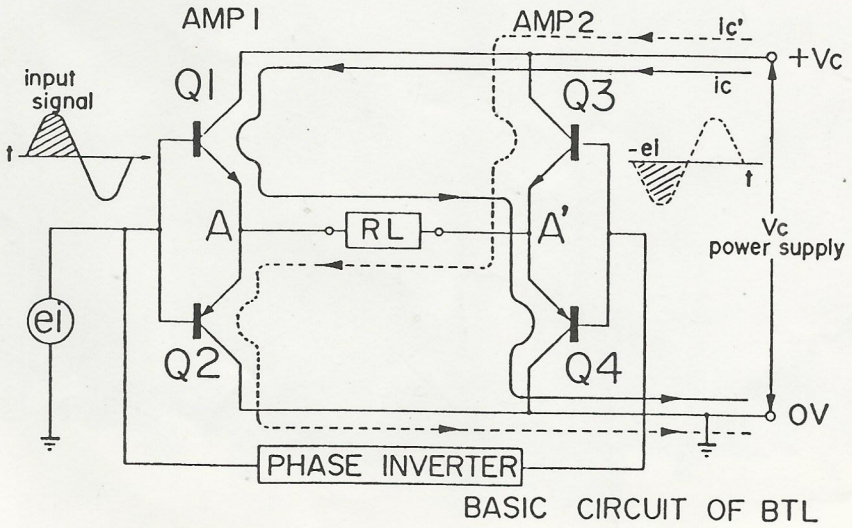
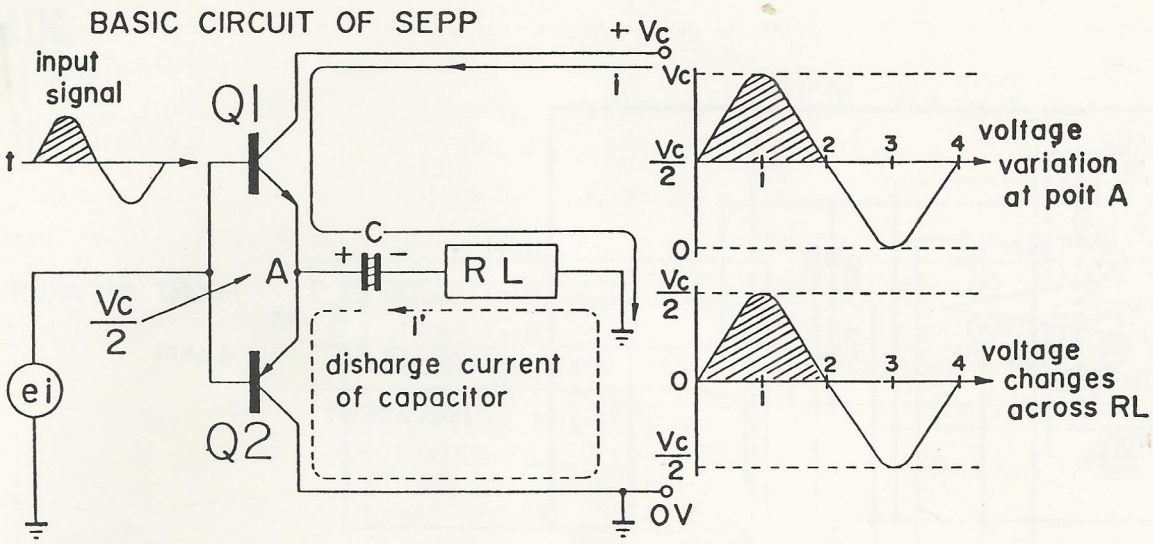

Fig 31
Fig 32
The basic circuit diagram of a **BTL** circuit is shown in Fig 31 (with resistors and capacitors omitted). Both **AMP 1** and **AMP 2** are composed of identical **SEPP** circuits. The 4 transistors are arranged to form a Wheatstone bridge, with a load resistance (RL) connected between the output terminals (A-A') of both amplifier circuits. An important feature in the **CR511A** is the phase inverter circuit inserted in the circuit for **AMP 2**.
Fig 32 shows how a single SEPP circuit (for example, AMP 1 in Fig 31 above) operates.
Fig 33 indicates the voltage changes ocurring across the load resistance (RL) (between A and A') in the BTL circuit shown in Fig 31